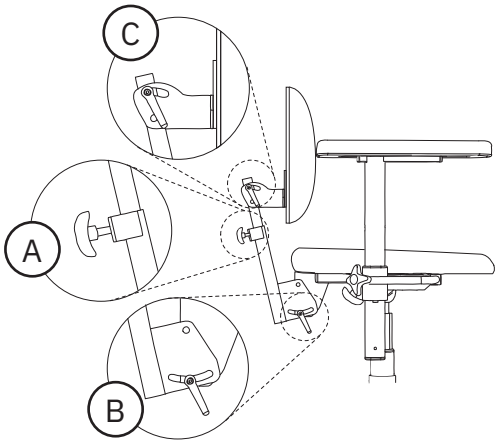

Figur 5.8. Ryggstøtte ErgoMedic.
ErgoMedic er en lett skålformet ryggstøtte. Ryggstøtten finnes i størrelser fra 330 x 160 mm. Med ryggmekanisme Standard røntgen kan ryggstøtten justeres i høyden (A), vinkel på ryggmekanismen (B) og vinkel på ryggstøtte(C), se figur 5.8. Ryggsokkelen kan justeres i området 15° fremover til 30° bakover.